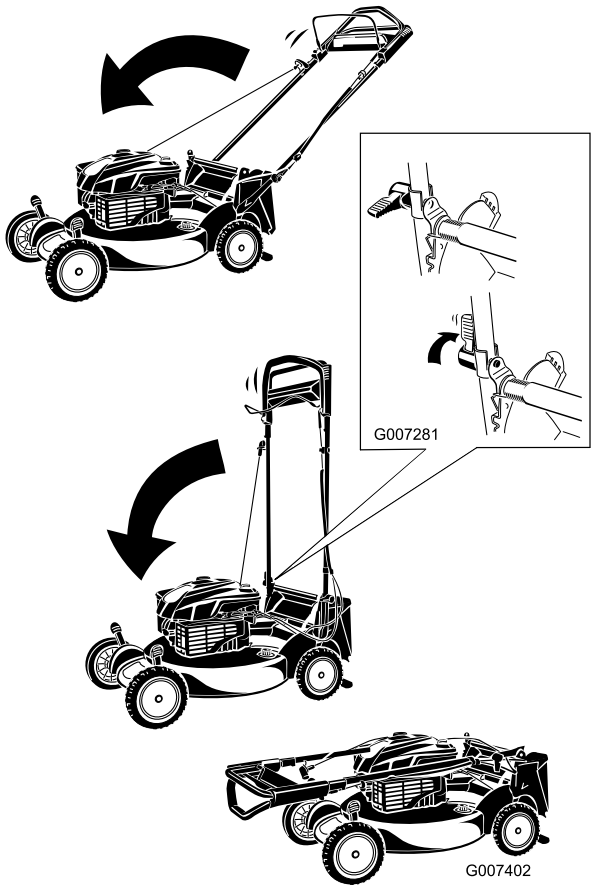

Figur 45
1. Drej håndtaget fremad (Figur 45).